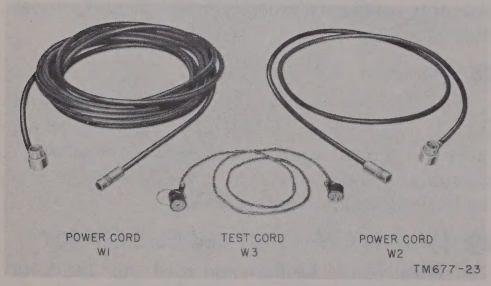

Figure 23. Power and test cords.
a. Remove the dynamotor-power supply from its carrying case. Also remove the power cord (W1 or W2, fig. 23) of the length desired.
e. Connect the vehicular storage battery to the POWER INPUT jack on the dynamotor-power supply panel; use the 50-foot or 8-foot power cord (fig. 23) as required.
(1) Remove the power cords (fig. 23) from Case CY–954/PRD–1 (fig. 11).
(2) Select the cord length required (W1 is the 50-foot cord, and W2 is the 8-foot cord).
(1) Test cord W1 (fig. 23) is only used when the receiver is removed from its cabinet for servicing.